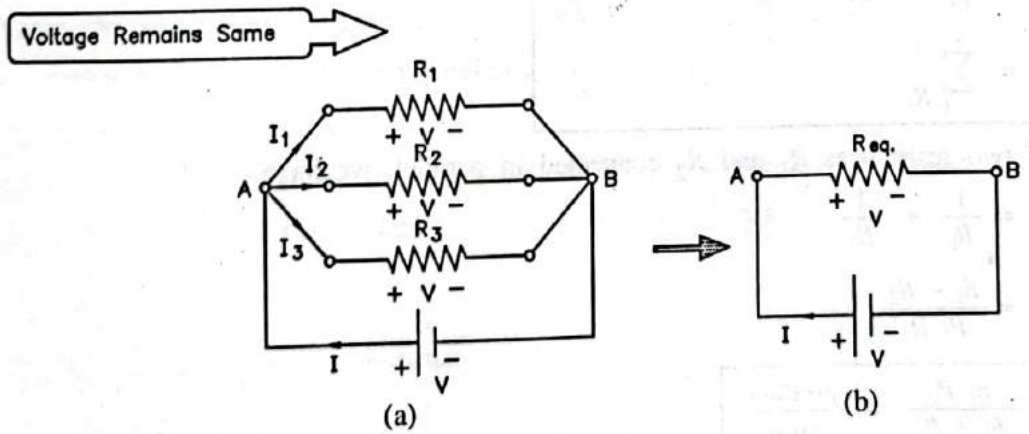

**FIG. 1.27 : RESISTANCES CONNECTED IN PARALLEL**
- Consider three resistances $R_1$, $R_2$ and $R_3$ connected in parallel across a voltage source of $V$ volts as shown in Fig. 1.27(a).
- Let $R_{eq}$ be the total or equivalent resistance of the parallel circuit connected between the points A and B. as shown in Fig. 1.27(b).